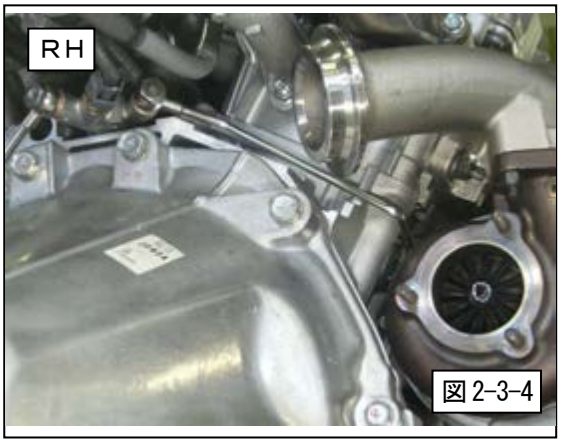

図 2-3-4
(2) オイルインレットパイプＲＨを取付けてください。(図 2-3-4)